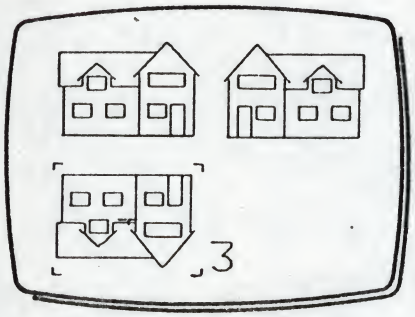

Fig 3
12 Plant the house as (3) in Fig 3. The house is now a mirror image of (1) about the horizontal axis.